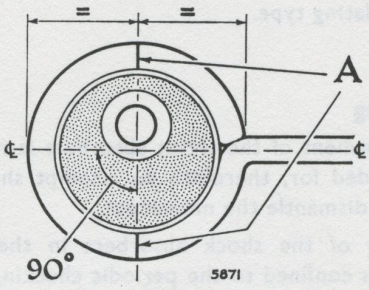

Fig. 4. *Method of marking spring eye.*
A tolerance of $\pm \frac{1}{32}$ in. (·8mm) must not be exceeded. To ensure that this is maintained, the spring should be scribed as shown at (A) in Fig. 4 before fitting.